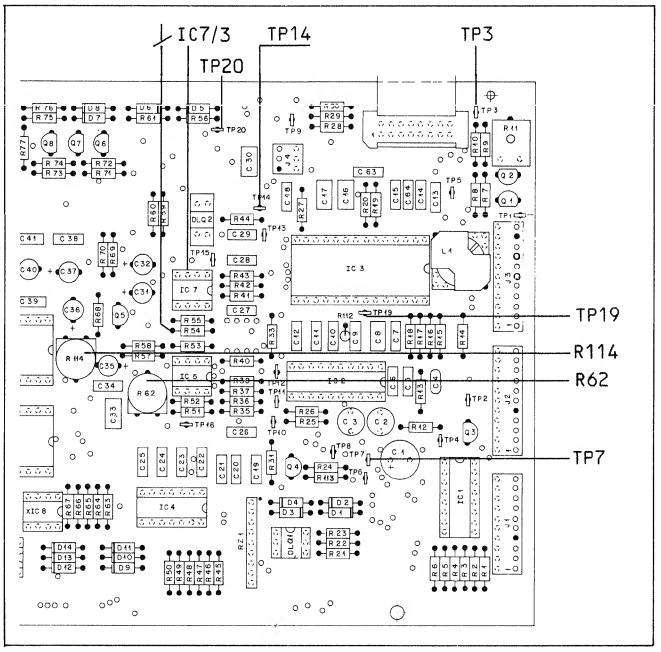
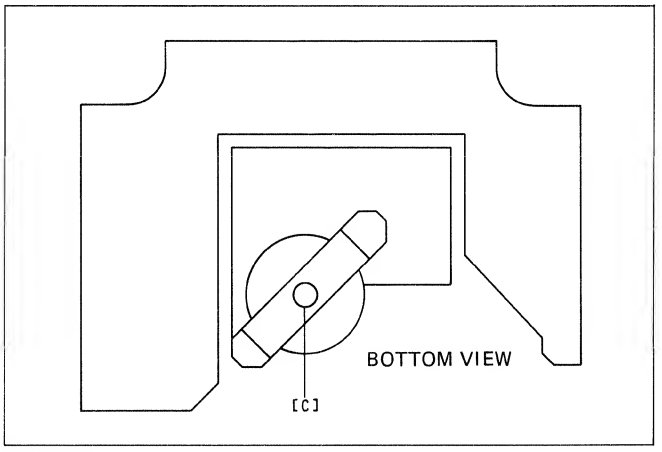
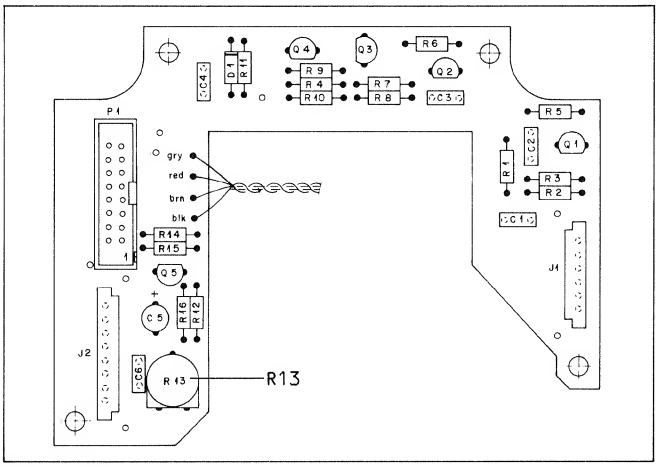

Fig. 4.8
Fig. 4.9
Fig. 4.10
-> Fig. 4.8 / Fig. 4.10
-> Fig. 4.8 / Fig. 4.9
-> Fig. 4.8